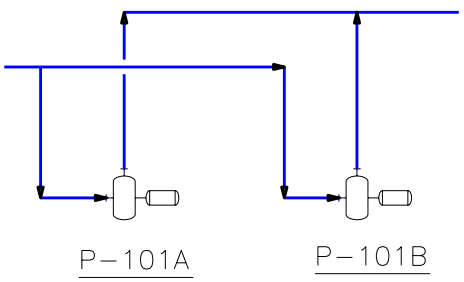

Figure 2-55 *Line connecting another pump and previously created line*
8. Next, connect the vertical nozzle of the other pump to the previously created line, refer to Figure 2-55. Assign the tag **8"-CS150-P-1012B** to the line.